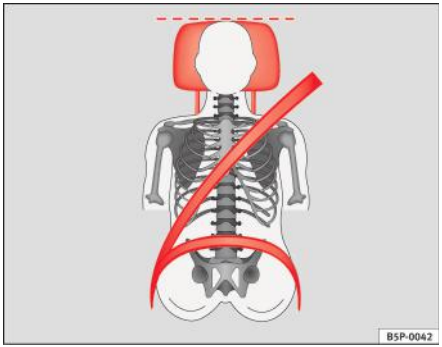
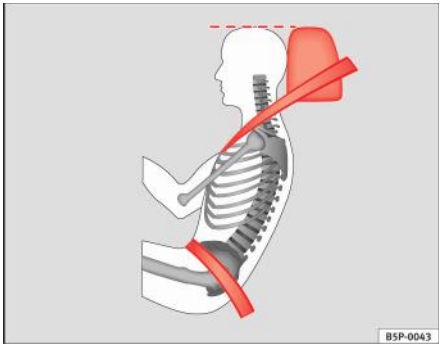

Fig. 3 Tetiera corect reglată văzută din față
Fig. 4 Tetiera corect reglată văzută din lateral
– Reglați tetiera astfel încât marginea sa superioară să se afle la acelaşi nivel cu creştetul sau cât mai aproape posibil de acest nivel şi, cel mai jos, la nivelul ochilor ⇒ fig. 3 şi ⇒ fig. 4.